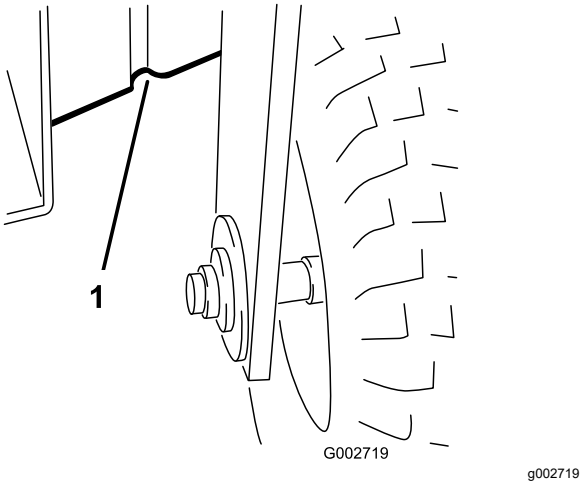

**Figur 18**
- Forrest – under stellet bag forhjulet (Figur 18).